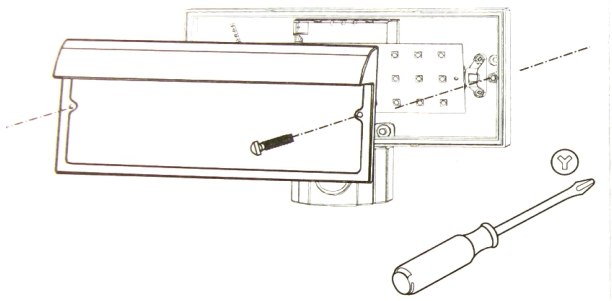

Rys.5.
- Krok 5 Przymocuj pokrywę do podstawy lampy, która została wcześniej zainstalowana do ściany (Rys.5.)